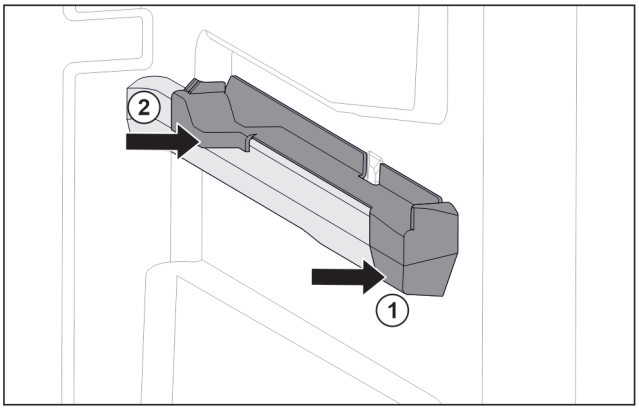

Fig. 150 Piesă de fixare pe nervura din dreapta a recipientului
▶ Așezați piesa de fixare în față pe nervura recipientului. *Fig. 150 (1)*
▶ Apăsați piesa de fixare spre spate. *Fig. 150 (2)*